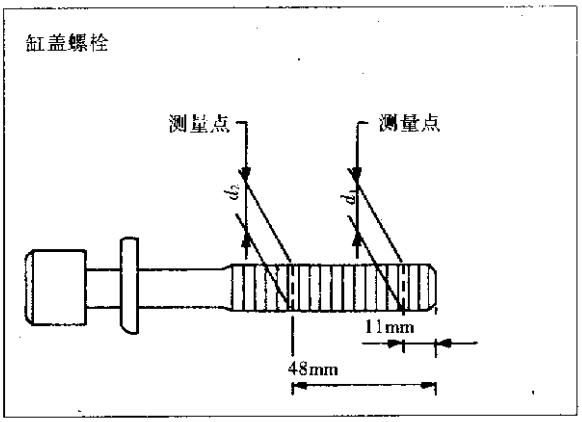

图 2－6－38
(6) 紧固方法，按图 2－6－39 中数字顺序拧紧汽缸盖螺栓。